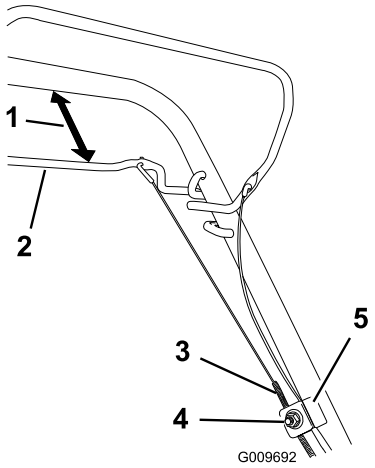

Figuur 31
1. Draai de moer van de kabelbeugel los (Figuur 31).
2. Houd de stang van de zelfaandrijving 25 tot 38 mm van de handgreep verwijderd (Figuur 31).
3. Trek de kabelmantel omlaag (naar de maaimachine toe) om alle speling uit de kabel te halen (Figuur 31).